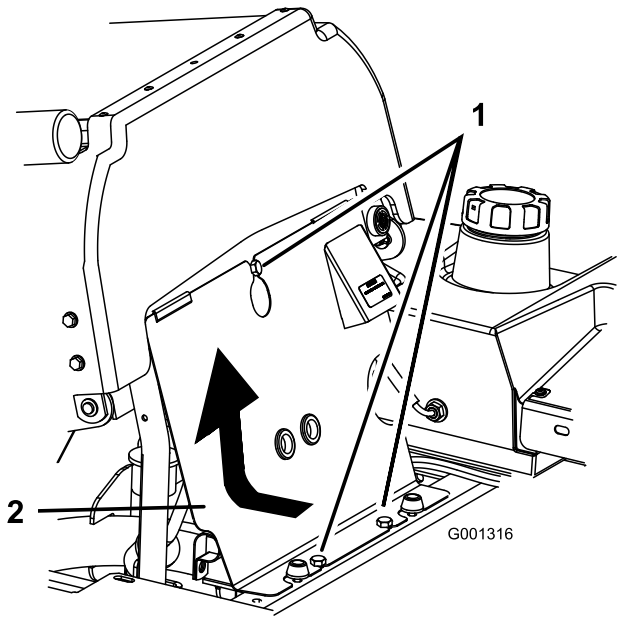

Figuur 61
3. Kantel de stoel naar voren, draai de bouten los en verwijder het frontpaneel van de motor (Figuur 61).